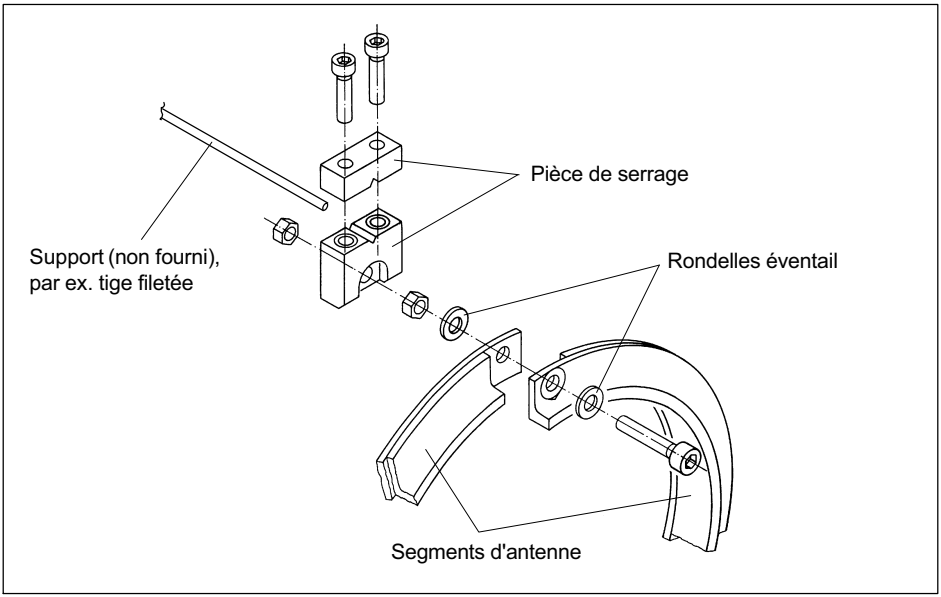

Fig. 5.6 Montage de la pièce de serrage
2. Fixer la pièce de serrage au moyen des vis fournies conformément à la *Fig. 5.6*. Utiliser impérativement des rondelles éventail neuves !